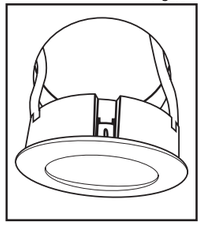

Figure 4
20. Route cords of LED puck lights through the holes (**see Figure 4**) and press puck light into mounting hole until fully seated (**see Figure 5**).